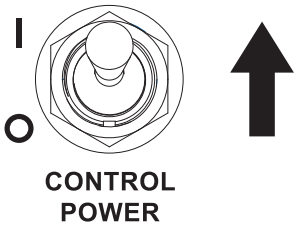

Figure 3-44. Controller Power ON
9. See *Figure 3-44*. Switch controller power to ON (I).